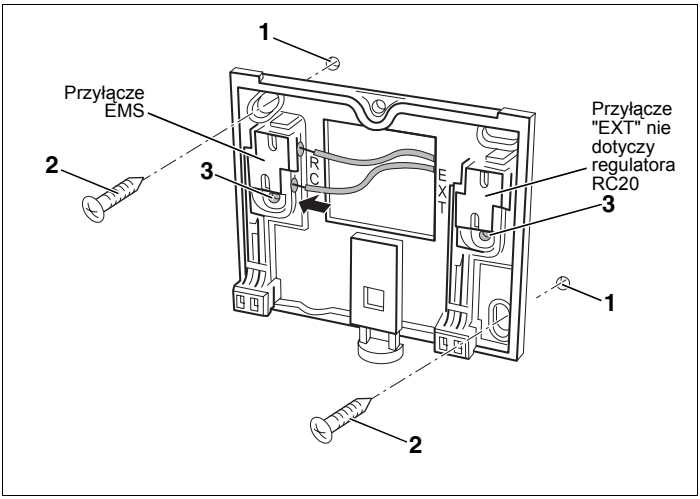

Rys. 3 Zamocowanie płytki montażowej na tynku
- Wywiercić dwa otwory w przewidzianym miejscu w ścianie, używając płytki montażowej jako szablonu (rys. 3).
- Włożyć dostarczone kołki w nawiercone otwory (rys. 3, **poz. 1**).
- Przymocować płytkę montażową przy pomocy dostarczonych śrub (rys. 3, **poz. 2**).
W przypadku montażu na puszce podtynkowej wykorzystać można boczne otwory (rys. 3, **poz. 3**).
- Podłączyć kabel magistrali BUS z Systemu Zarządzania Energią (EMS) do zacisków kablowych "RC" (rys. 3). Biegunowość żył jest dowolna.